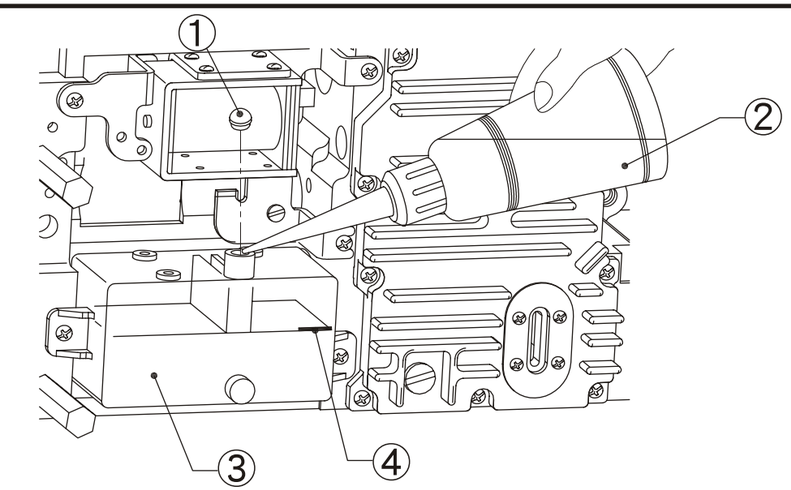

Fig. 10
3. Llene el aceite lubricante (Fig. 10)